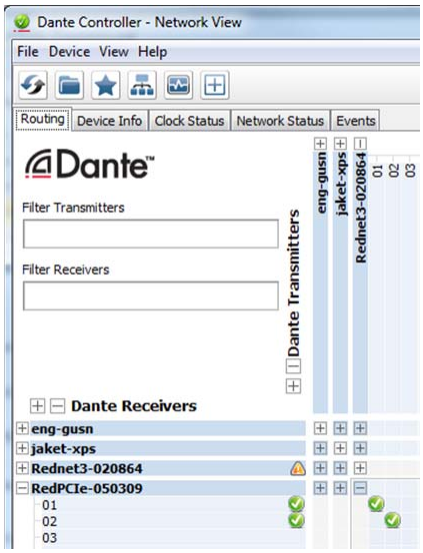

FIGURE 13. REDNET 3 TO REDNET PCIE AUDIO STREAMS (DETAIL)
3. [For the Focusrite RedNet PCIe card]. Locate RedPCIe on the list under Dante Receivers and click the small + box that appears next to it. This will open up the channels for RedNet PCIe. See Figure 13.
6. [For the Focusrite RedNet PCIe card]. Connect the RedNet PCIe channels to the RedNet 3 channels by clicking with the mouse in the square where the two channels intersect. See Figure 13.